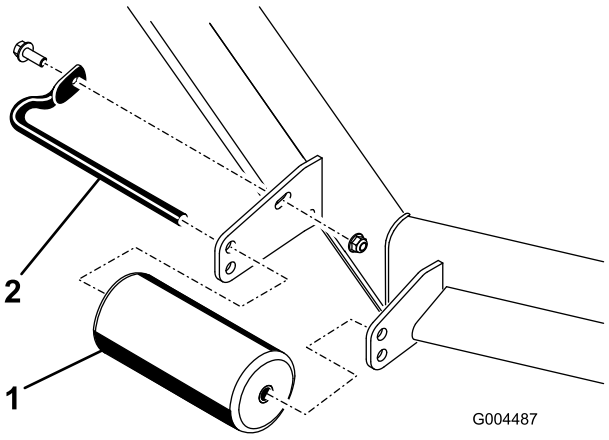
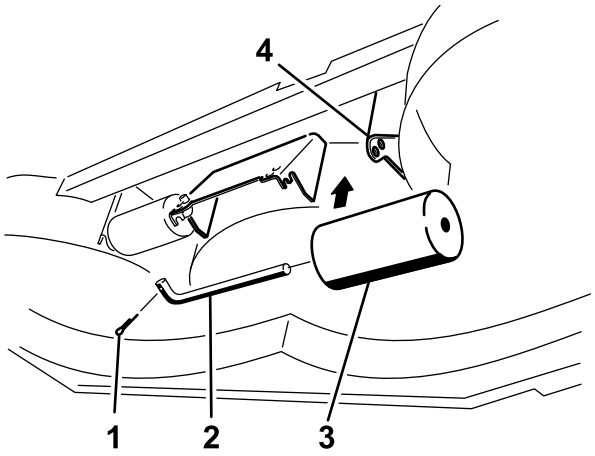

**Figur 20**
**Figur 24**
4. Afmonter de beslag, der holder hver enkelt rulle fast på plæneklipperskjoldet, og flyt rullerne opad eller nedad efter behov; se Figur 20 til Figur 24 afhængigt af din plæneklipper.